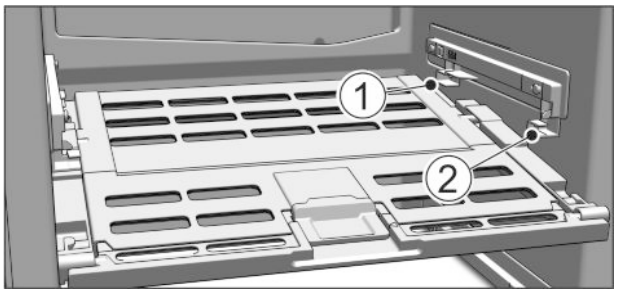

Fig. 17
▶ Replacing the Fruit & Vegetable safe cover: Guide the ridges on the cover into the rear brackets *Fig. 17 (1)* and click it into the front bracket *Fig. 17 (2)*.